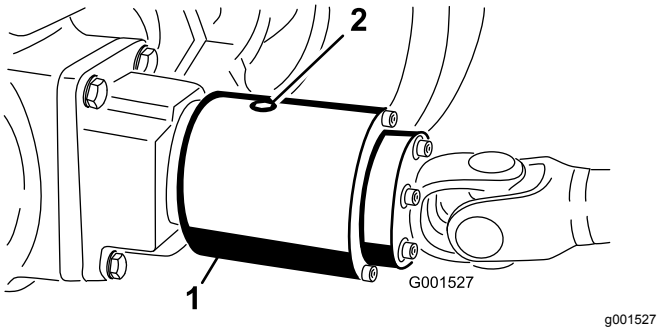

Figur 62
2. Roter clutchen (Figur 62) slik at kontrollpluggen peker mot urviserretning klokken fire.